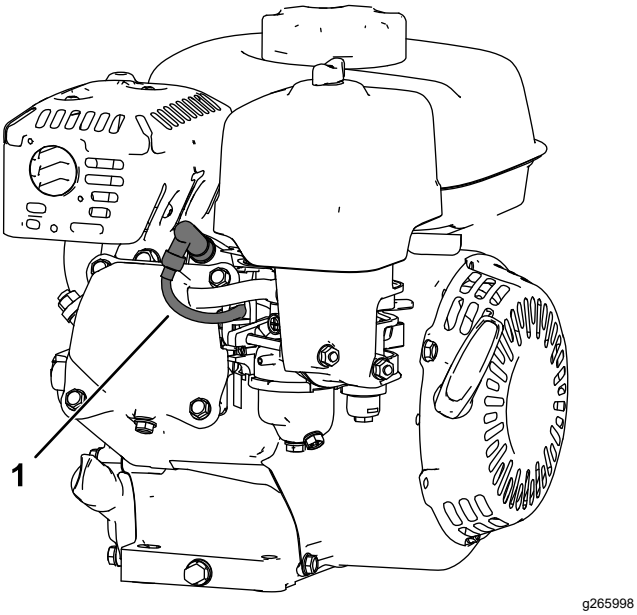

Figur 27
5. Koppla loss tändkabeln (Figur 27).